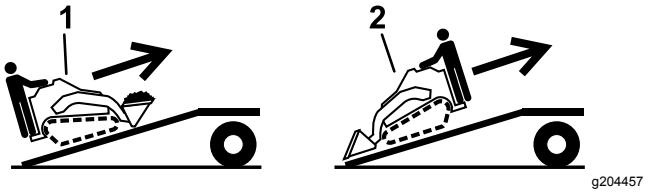

**Rysunek 35**
5. Załadunek maszyny na przyczepę wykonuj tak, aby cięższa jej strona była po wyższej stronie pochylni, ładunek przewoź nisko (Rysunek 35).
1. Obniż pochylnię i upewnij się, że kąt pochylni względem podłoża nie przekracza 15 stopni (Rysunek 35).